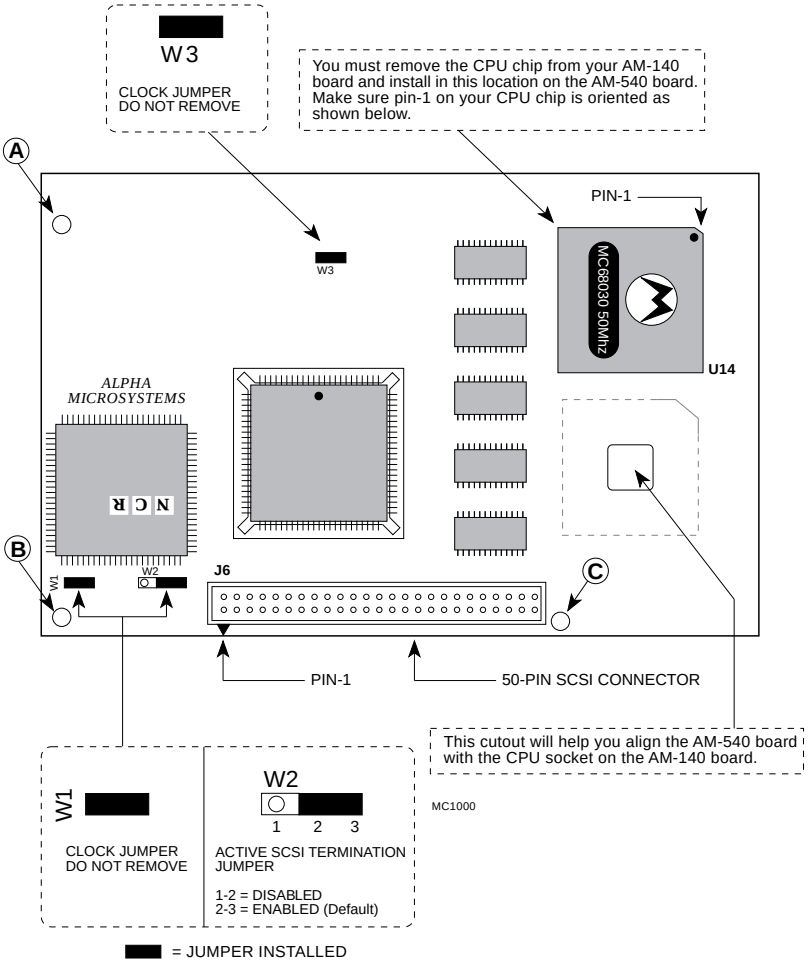

Figure 3 — AM-540 Board
6. Before the AM-540 board is installed, you must first install the MC68030 CPU chip (removed from the AM-140 board) on the AM-540 at location U14. Make sure pin-1 on the CPU chip is oriented exactly as shown in Figure 3.
7. Before placing the AM-540 board in position on top of the AM-140, make sure the jumpers are configured exactly as shown in Figure 3.
10. Figure 3 shows three mounting holes in the AM-540 board (called out as A, B, and C) designed to secure the AM-540 to the AM-140 board. These mounting holes align with three nylon standoffs on the AM-140 board. There are three nylon (4-40 by .25) screws included in your installation kit that must be inserted through the mounting holes and threaded into the standoffs. Do not over tighten the screws.